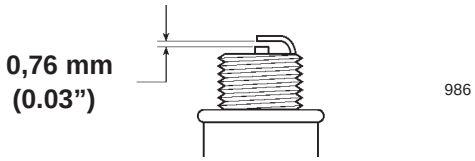

Figur 32
4. Justera gapet på det nya stiftet enligt Figur 32.